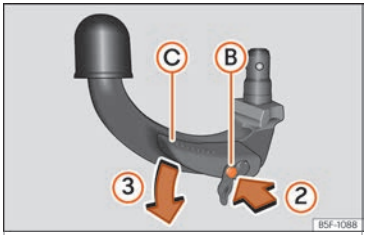

Fig. 253 Passo 2
- Pressione o perno de desbloqueio (B) no sentido da seta (2) e, ao mesmo tempo, pressione a alavanca (C) no sentido da seta (3) até ao limite ››› Fig. 253.